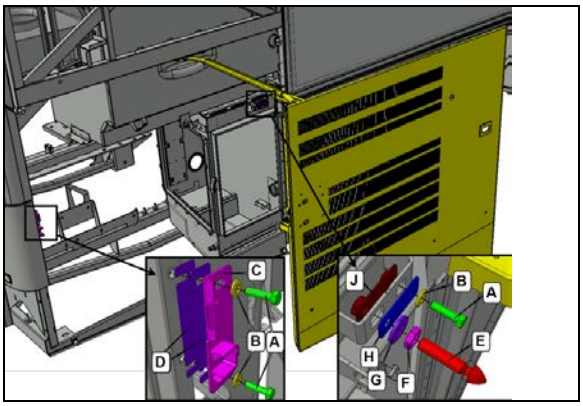

FIGURE 113:
9. 9. Installer la plaque d'alignement/verrouillage C et la goupille d'alignement/verrouillage E. Centrer ces éléments dans leurs rainures de montage respectives. (Figure 113:). Les composants doivent être ajustés, mais pas trop serrés pour permettre l'ouverture facile de la porte.